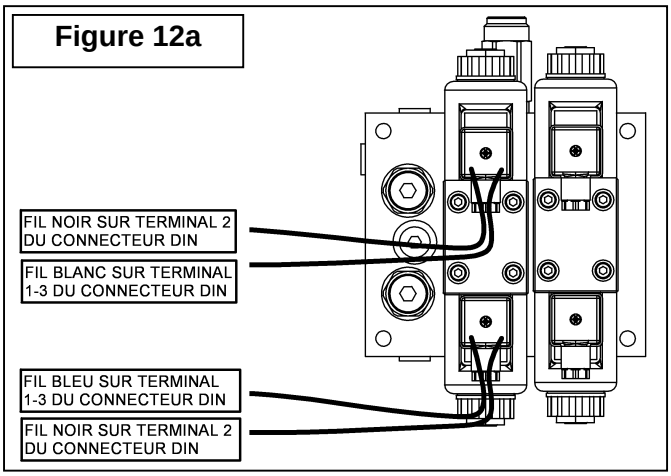
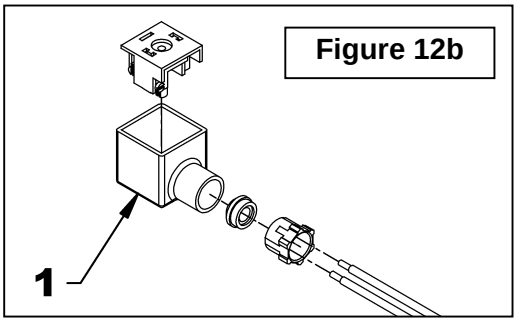

Figure 12a
Figure 12b
13. **Figures 12a-12b:** Démonter les connecteurs DIN (Fig. 12b, item 1) et brancher les fils du harnais 160" tel qu'illustré à la Figure 12a. Lors de la connexion des fils, s'assurer de repositionner le bornier dans le bon sens dans le boîtier afin que les sorties soient vers le bas une fois sur la valve.